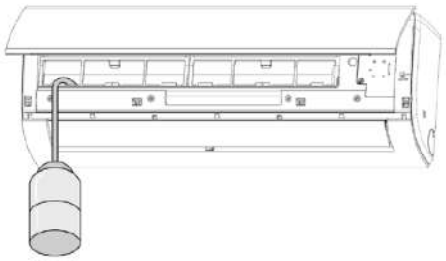

fig. 22 -
- Pour vérifier le drainage, versez de l'eau dans le bac de récupération des condensats ("fig. 22 -").